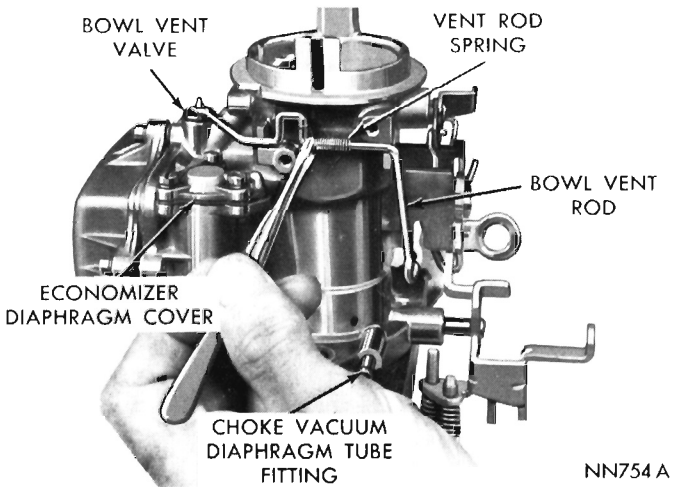
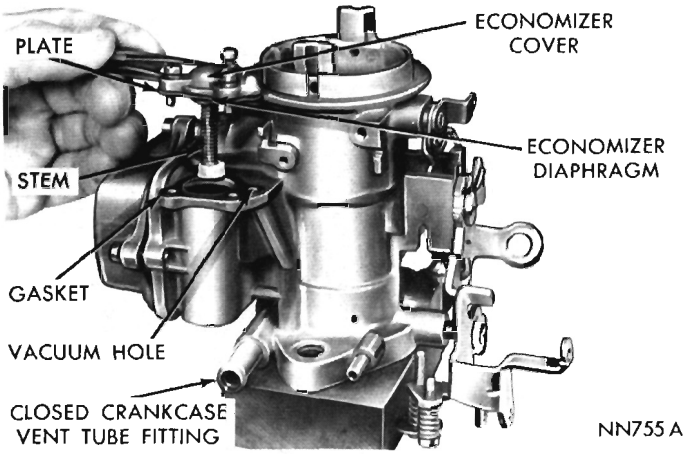

Fig. 3—Removing or Installing Bowl Vent Rod
Fig. 4—Removing or Installing Economizer
(4) **As the vacuum diaphragm bracket is being removed, the bowl vent valve rod and spring will fall out. (Fig. 3).**
(5) Using a 5/8″ wrench, remove fuel inlet needle valve and seat.
(6) Remove economizer retaining screws, then lift economizer cover, diaphragm and stem out of carburetor, (Fig. 4).